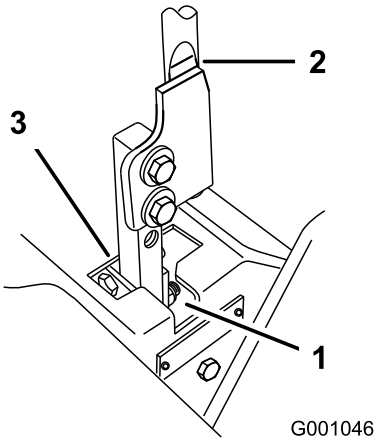

Figur 63
5. Flytta spaken till neutralläget, men lås inte fast den (Figur 63).
6. Dra spaken bakåt tills sprintbulten (på armen nedanför den vridbara axeln) kommer i kontakt med spårets ände (så att den precis börjar tryckbelasta fjädern) (Figur 63).
7. Kontrollera var rörelsereglaget står i relation till spåret i konsolen (Figur 63). Det ska vara centrerat så att reglaget kan vridas utåt mot det neutrala låsläget.